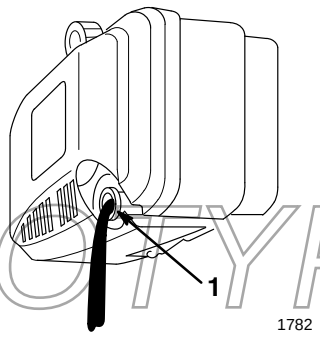

Afbeelding 16
5. Kantel de maaier op zijn linkerzijkant, zodat de olie eruit loopt in de olieopvangbak (Afb. 16).